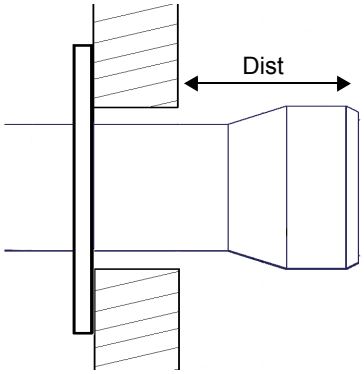

Рис. 2
- Чугунные котлы, трёхходовые котлы (с первым поворотом газов в задней части котла): сопло должно входить в камеру сгорания не более, чем на **Dist** = 100 мм. (Рис. 2)